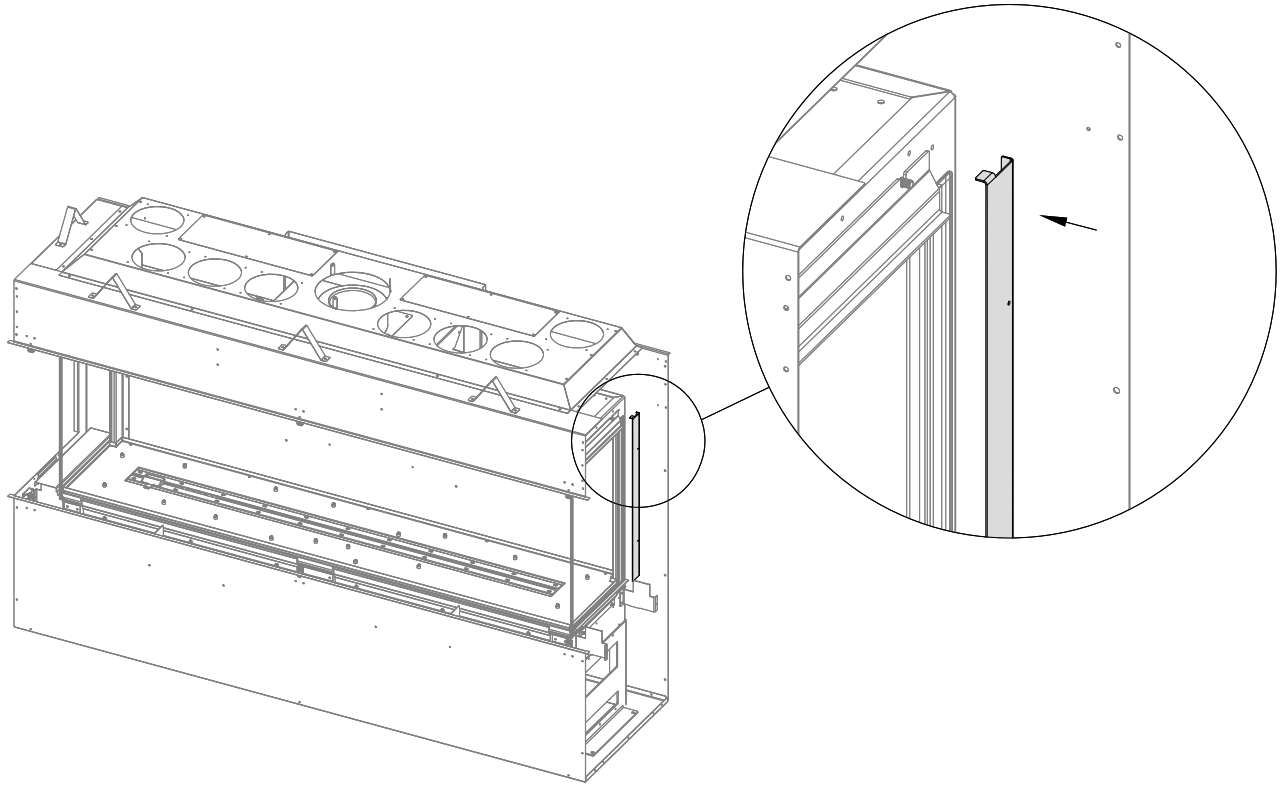

Figure 1.3 - Installation de la bande protectrice du bord de vitre
Chaque kit de conversion inclut (1) bande protectrice du bord de vitre. La Figure 1.3 montre l'installation de cette bande protectrice pour une installation en coin du côté droit. Cette bande donne un fini soigné au bord arrière de la vitre.